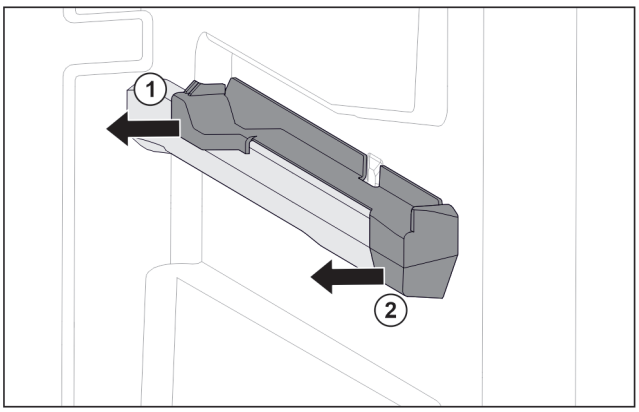

*Fig. 153 Insteekelement op rechter containerrib*
- ▶ Insteekelement achter naar de zijkant toe eraf trekken. *Fig. 153 (1)*
- ▶ Insteekelement voor naar de zijkant toe eraf trekken. *Fig. 153 (2)*